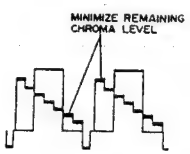

Fig. 4-105
(3) Trap Frequency Adjustment (Figs. 4-105, 4-151)